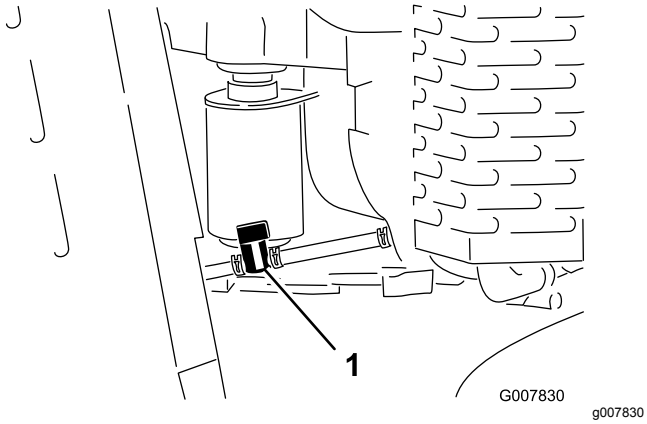

Figuur 35
3. Draai de brandstofafsluitklep dicht (Figuur 35).
4. Knijp de uiteinden van de slangklem aan de motorkant van de klep samen en schuif ze op de brandstofleiding, weg van de klep (Figuur 35).
5. Trek de brandstofslang van de klep (Figuur 35).